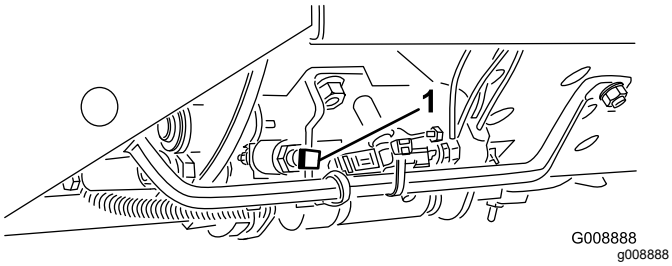

**Figur 23**
***Viktigt:*** **Klipphastigheten ställs in på fabriken till 9,7 km/h. Den kan höjas eller sänkas genom att anslagsskruven justeras (Figur 23).**